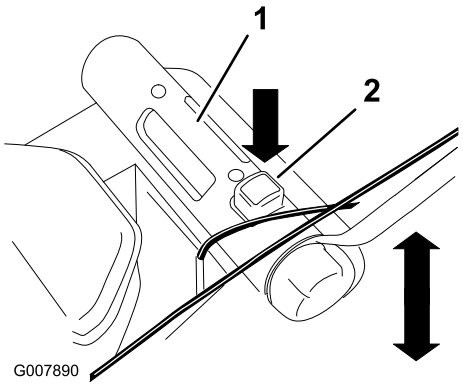

Figur 16
2. Tryck ner justeringsknappen och håll i justeringshandtaget för klipphöjden för att ändra klipphöjden uppåt eller neråt (Figur 16).